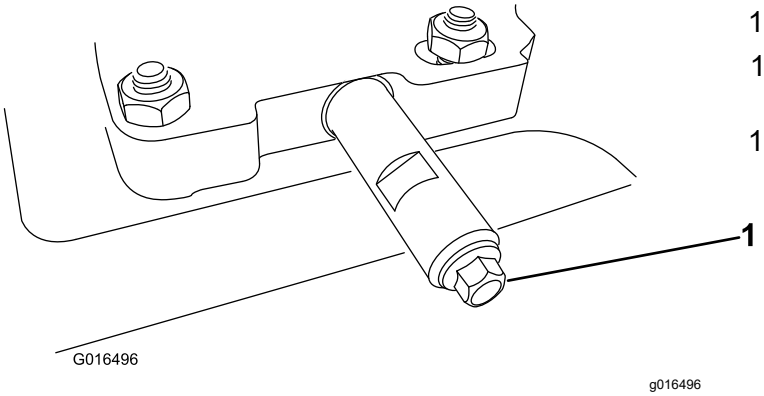

Figure 39
2. Nettoyez la surface autour du bouchon de vidange d'huile (Figure 39).